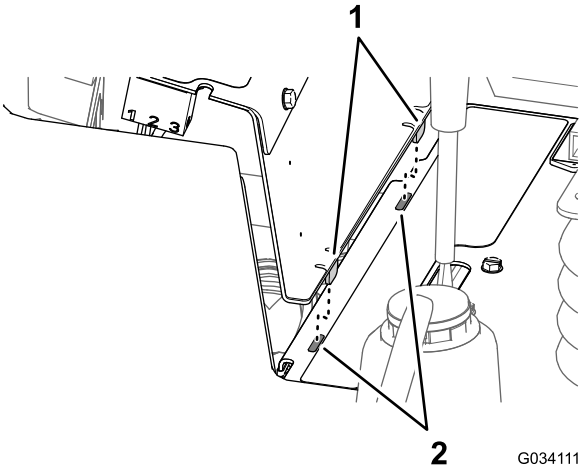

Figur 58
2. Innrett de to tappene nederst på sidepanelet med de to slissene i rammen til konsollen (Figur 58).